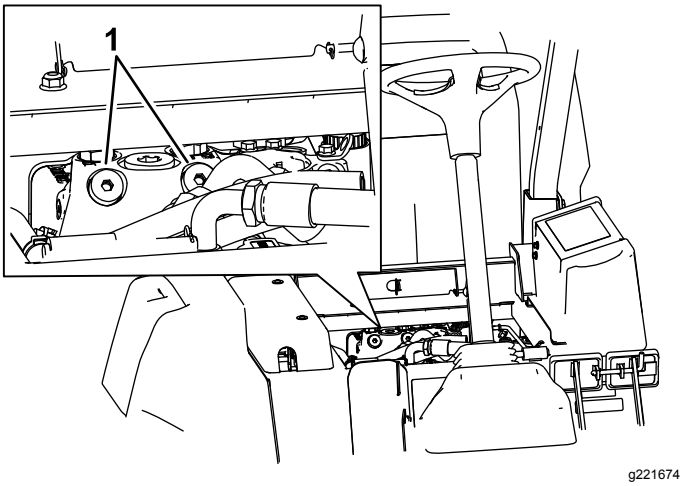

Figuur 60
1. Kantel de stoel en zoek de omloopkleppen; deze bevinden zich onder de voorzijde van de brandstoftank (Figuur 60).